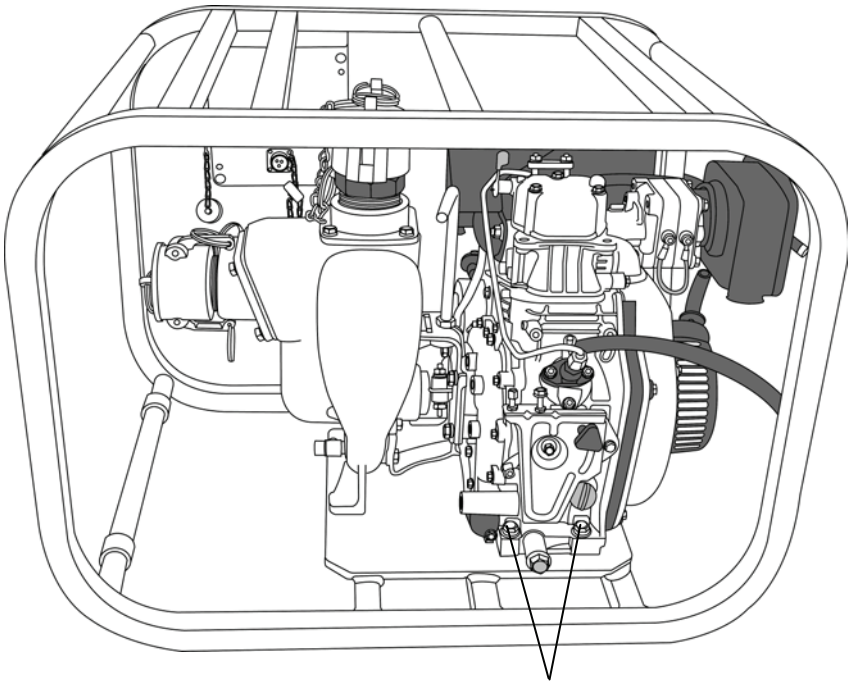

Figure 3. Raw Water Pump P-1 Engine Mounting Hardware Removal.
6. Remove the four bolts, flat washers, and lock washers that secure the engine/pump assembly to the skid (see Figure 3).